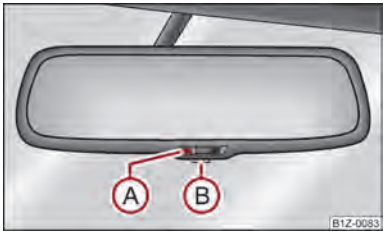

Fig. 40 Automatic dimming interior mirror
– Press the button Ⓑ ⇒ fig. 40, the warning light Ⓐ lights up.